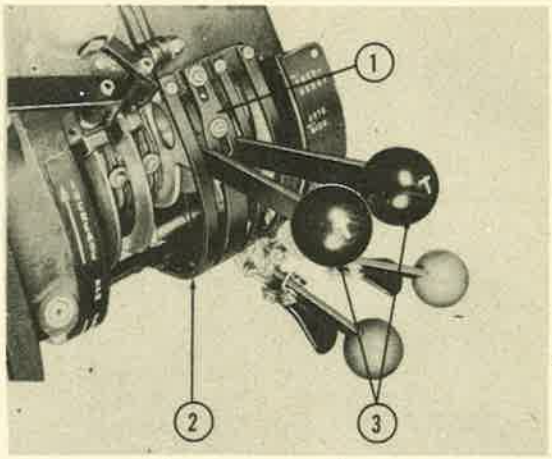

Figure 232B—Throttle Control Quadrant, Engine Control Pedestal
f. Adjust stop on control pedestal (1, figure 232b) so that shoulders rest against both throttle levers.